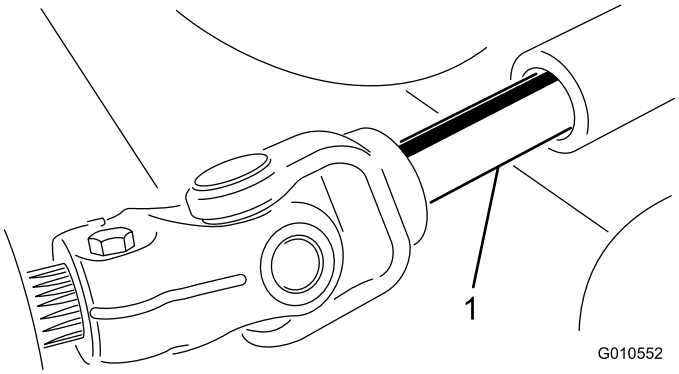

**Figur 3**
5. Stop motoren, og skub klippeenheden væk fra traktionsenheden ved at adskille han- og hundelen af kraftudtagsakslen (Figur 3).